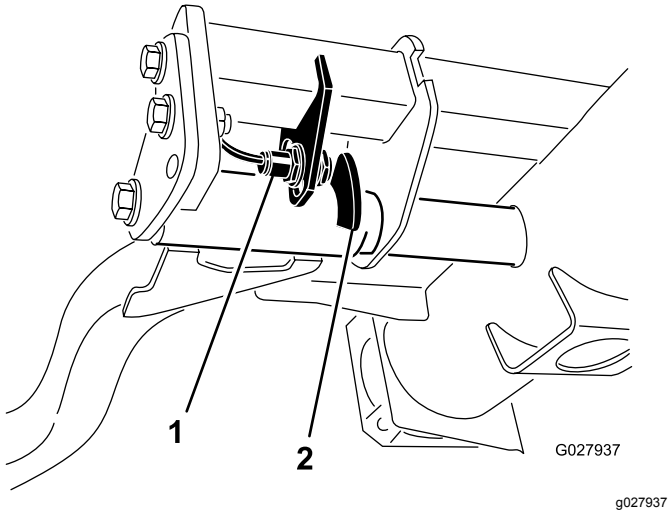

Figur 68
2. Løftearmskontakten er placeret under hydrauliktanken bag løftearmen forrest til højre (Figur 68).
3. Løsn kontaktens monteringsskruer, og flyt kontakten ned for at forøge løftearmens drejehøjde, eller flyt kontakten op for at mindske løftearmens drejehøjde (Figur 68).